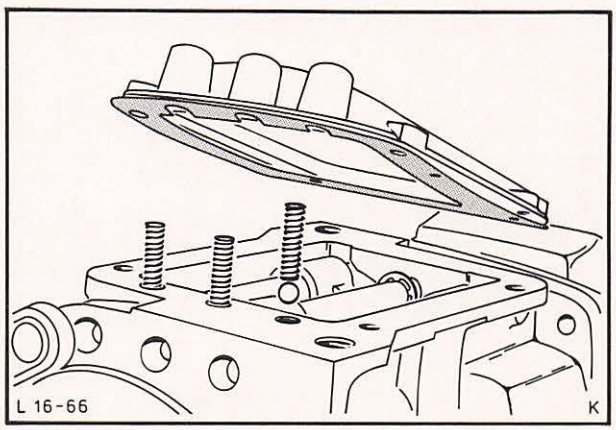

Abb. 82 Deckel – Getriebegehäuse abbauen, dabei auf die 3 Arretierkugeln mit Federn achten
2. Deckel – Getriebeverlängerung und Deckel – Getriebegehäuse (je 4 Schrauben) abbauen. Dabei auf die 3 Druckfedern unter dem Gehäusedeckel achten, Abb. 82.